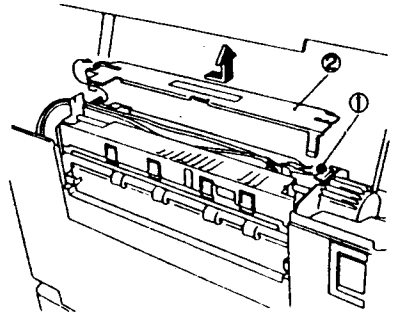

Рис. 2 NZM-0110
6. (Рис. 2): Снимите крышку фьюзера.
①. Ослабьте винт.
②. Снимите крышку фьюзера.